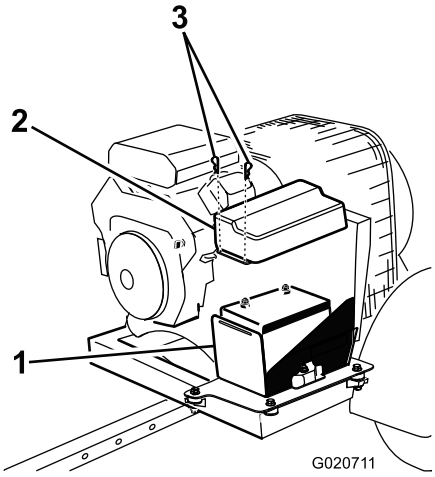

**Figur 3**
1. Fjern clipsen, der fastgør batteridækslet til batterikassen (Figur 3).